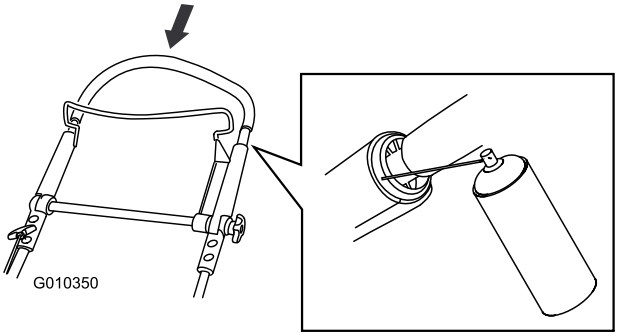

Figur 42
2. Tryck ner det övre handtaget helt och spreja plastinsidan på det yttre handtaget (Figur 42).